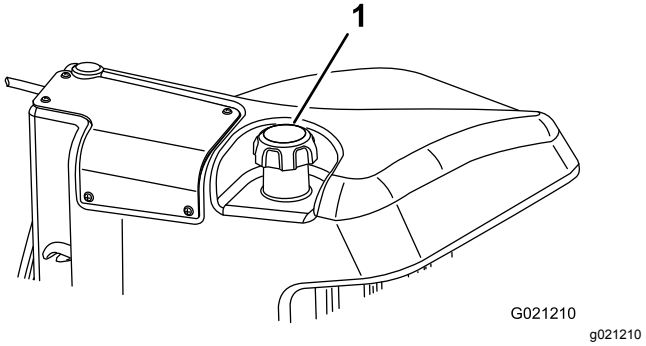

Figuur 28
3. Verwijder de dop van de brandstoftank (Figuur 28).